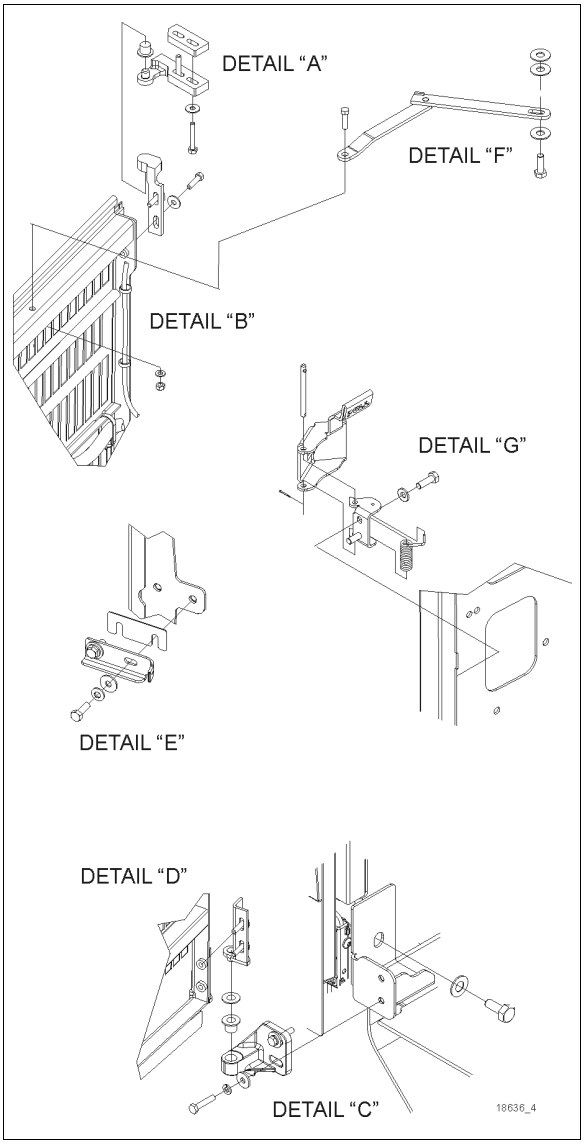

FIGURE 74: RADIATOR DOOR DETAILS
1. Loosen the bolts, (“A” & “C”, Figure 74) holding the hinge to the vehicle structure to shift the door "LEFT or RIGHT".
2. Loosening the bolts (“B” and “D”, Figure 74) allows the door to be shifted "UP or DOWN".
To adjust the latch mechanism (“E” and “G”, Figure 74) and the striker pin:
1. Open the door and slightly loosen the latch tab (“E”, Figure 74).